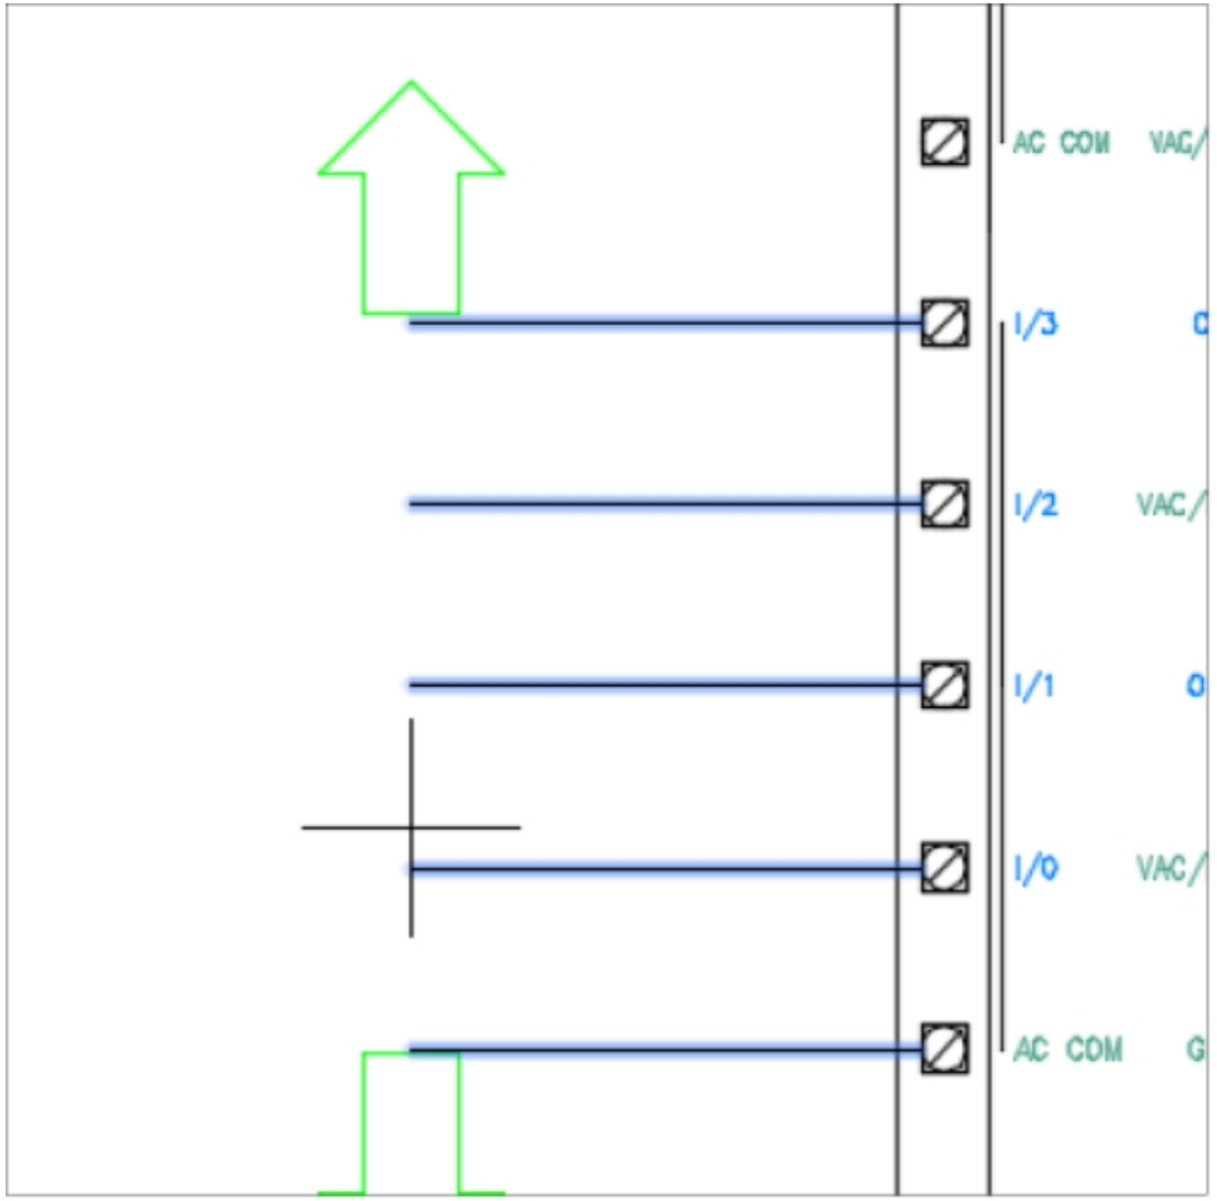

Figure-56. End point of wire bus attached to cursor
- Press **ENTER** from the keyboard and move the cursor. End point of the wire bus will get attached to the cursor; refer to Figure-56.